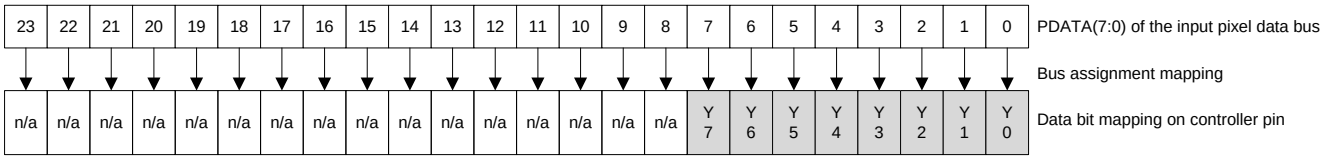

Figure 9. BT.656 Interface Mode Bit Mapping
(1) The BT.656 interface accepts 8-bits per color, 4:2:2 YCbCr data encoded per the industry standard through PDATA(7:0) on the active edge of PCLK. See Figure 9.
(2) Calculate clock jitter (in ns) using this formula: Jitter = [1 / f_{clock} – 5.76 ns]. Clock jitter must maintain setup and hold times. BT.656 data bits must be mapped to the DLPC34xx PDATA bus as shown in Figure 9 shows BT.656 bus mode YCbCr 4:2:2 source PDATA (23:0) mapping.